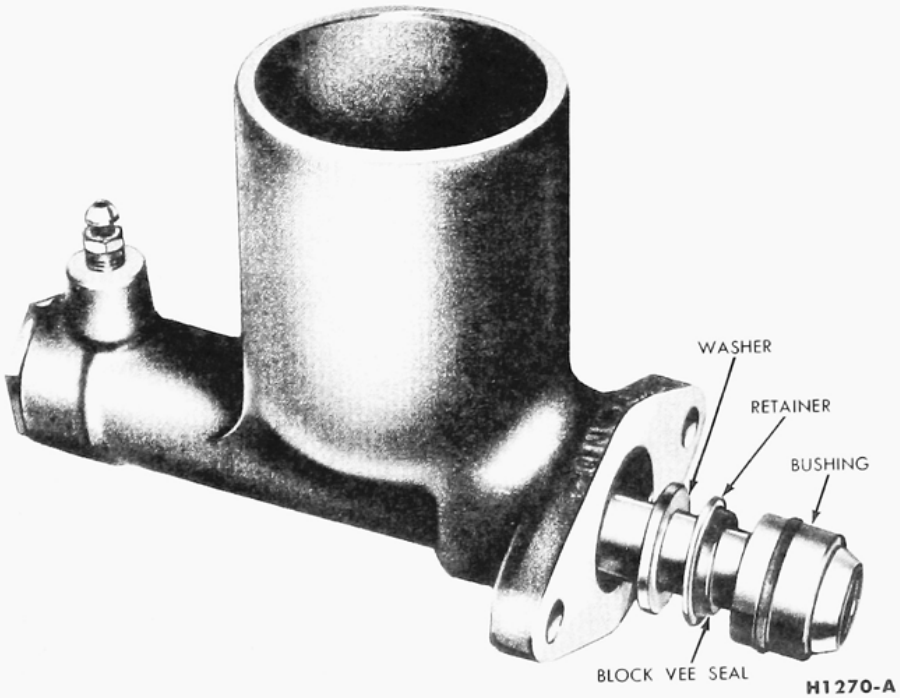

FIG. 20—Assembly of Seal and Bushing Components to Master Cylinder Push Rod
5. Install the O-ring on the bushing. Slide the washer, the retainer, the "Block Vee" type seal, and the bushing onto the push rod (Fig. 20). **Take care to avoid damaging the seal when sliding it onto the push rod.** Assemble the seal to the retainer flange as shown.